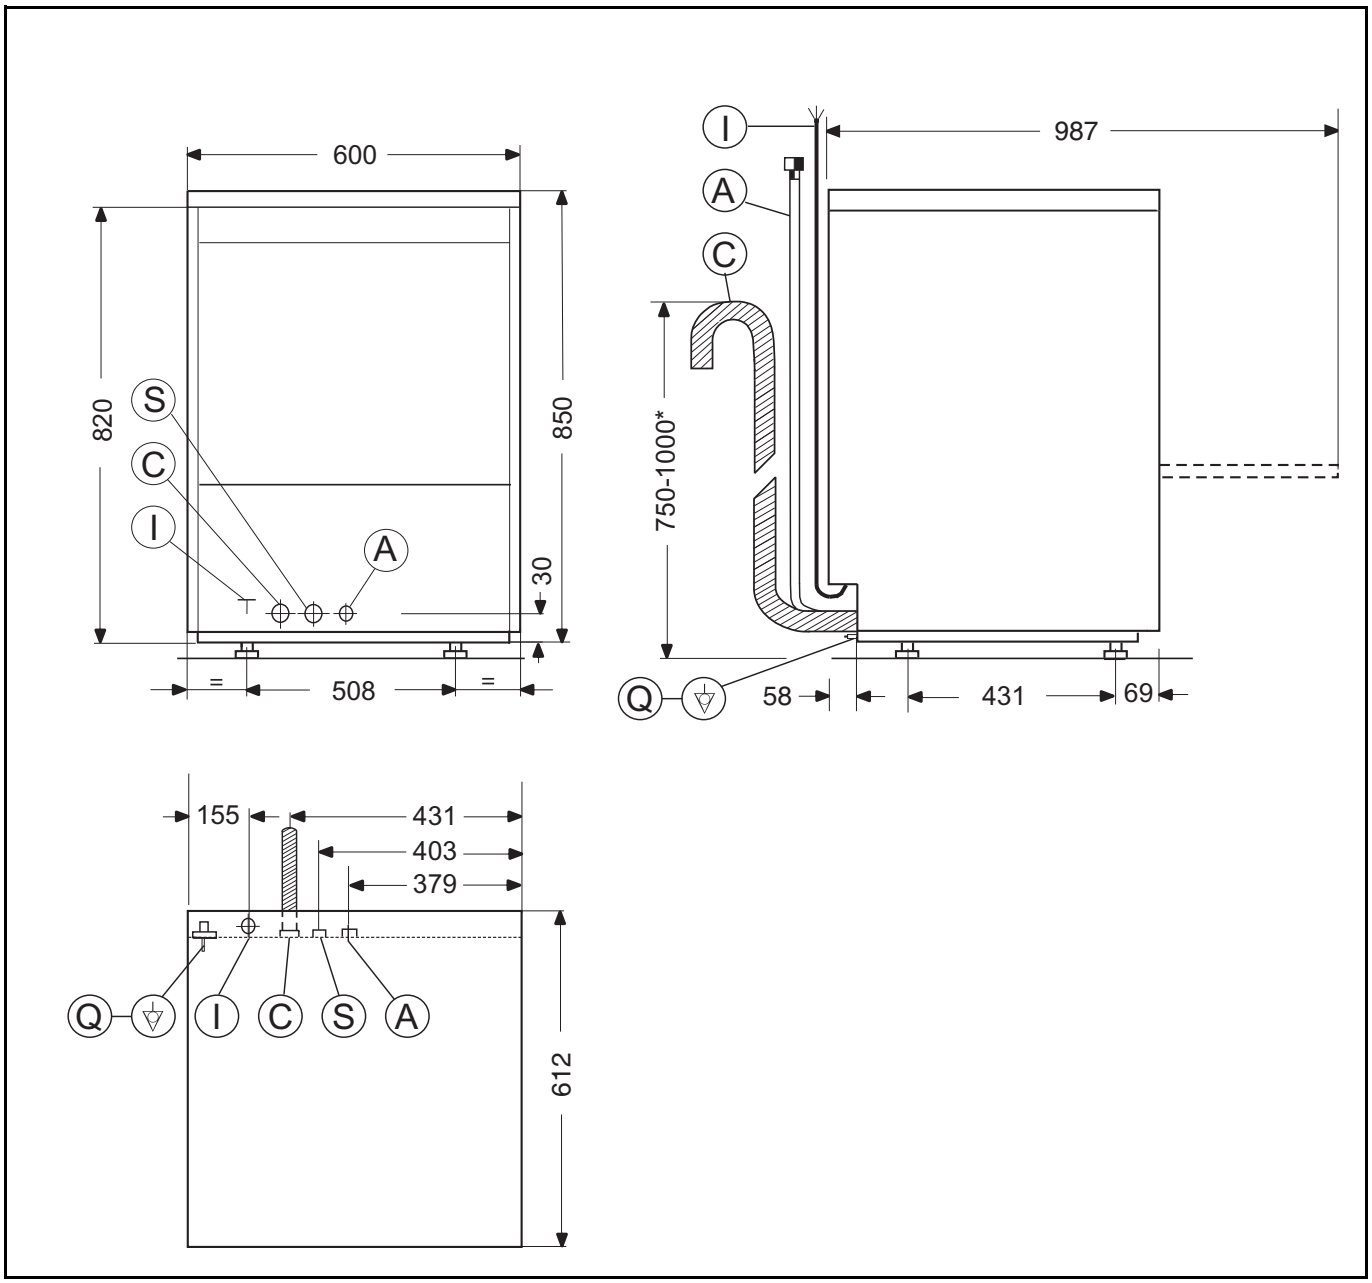
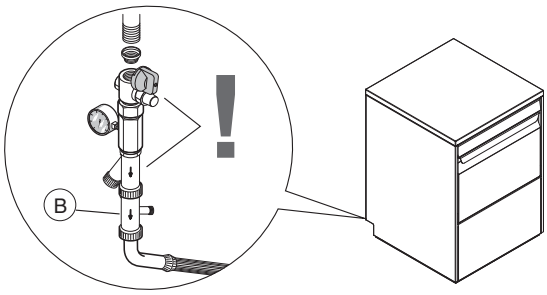

Fig. 4 Installationsdiagram
Fig. 9
Signaturforklaring Fig. 4
- Tilslut maskinens vandtilførselsslange “A” (Fig. 4) til vandforsyningen og indsæt en hane, det medfølgende filter samt et manometer (Fig. 9).
- På modeller med blødgøringsanlæg skal man tilslutte den medfølgende, dobbelte ventil med tilbageløbssikring "B" (Fig. 9) og tilførselsrøret til maskinen.
Tilslut afløbsslangen “C” (Fig. 4) til afløbet via en vandlås, eller anbring slangen over et gulvafløb med vandlås.
- Forbind jordlederen i forsyningskablet til et effektivt jordstik. Maskinen skal desuden indeholdes i et ækvipotentialsystem, der tilsluttes ved hjælp af skruen “Q” (Fig. 4) med symbolet “⏚”. Ækvipotentialledere skal have et tværsnit på 10 mm².